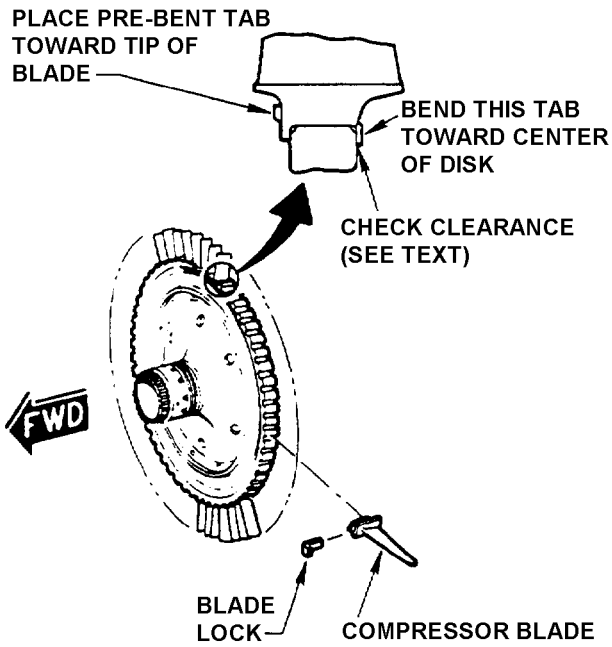

Figure 3. Lock, Blade (Stages Seven through Twelve) – Installation
(1) Rotate assembly at 900 rpm minimum and check unbalance reading.
(2) If unbalance is more than 0.40 ounce–inch, locally remove excess sealant.
(3) After unbalance has been corrected to less than 0.40 ounce–inch, mark heavy point of assembly with layout dye, Micro Supreme (purple). Omit this step on front compressor hub, 7th stage disk. Marking is not required for it. (QA)
10. LOCK, BLADE (STAGES SEVEN THROUGH TWELVE) – INSTALLATION. (Figure 3 and Table 1)
a. Insert blade locks (prebent tab pointing toward blade tip) from front side of disk (or hub) (Figure 3). Use locks as follows:
e. Inspect tabs for looseness, no fore or aft movement is acceptable. Clearance between tab and face of disk must not be more than 0.005 inch with anvil in place, or 0.010 inch with anvil removed (Figure 3). (QA)